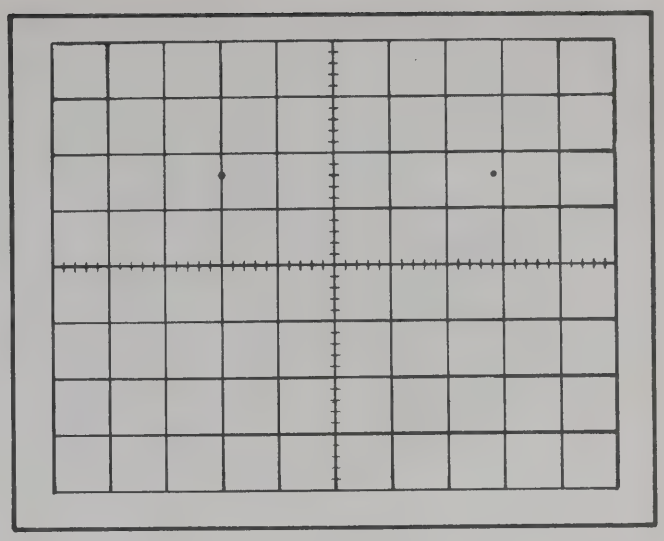

Fig. 6-53. Typical CRT display when checking external horizontal deflection factor.
e. CHECK—CRT display for horizontal deflection between 3.75 and 6.25 divisions (10 volts/division, ±25%; see Fig. 6-53).